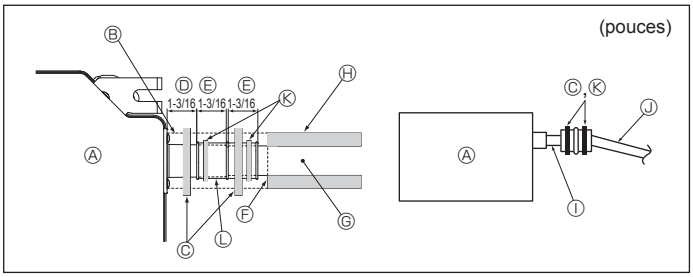

Fig. 6-2
1. Raccordez la prise d'écoulement (fournie avec l'appareil) à l'orifice de drainage. (Fig. 6-2)